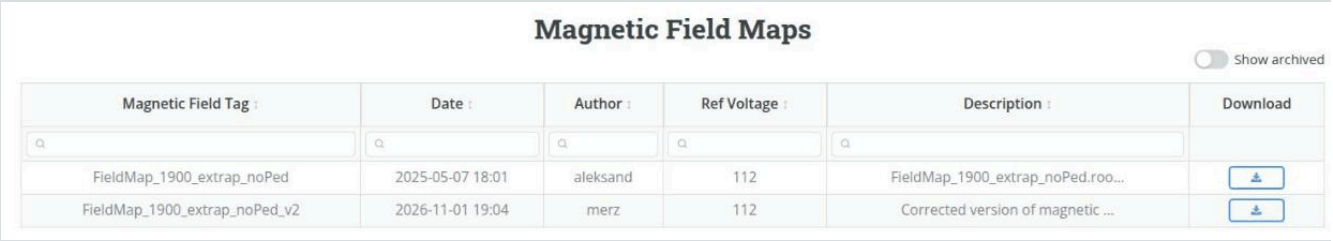

Figure 13. VIEW MAGNETIC FIELDS
4. If the database has constant magnetic fields, a second table, **Magnetic Const Fields**, is shown below **Magnetic Field Maps**. Its columns are **Magnetic Field Tag**, **Date**, **Author**, the field components **bx**, **by**, **bz**, the region bounds **xmin**, **xmax**, **ymin**, **ymax**, **zmin**, **zmax** and **Description**. In the example shown there are no constant magnetic fields, so Figure 13 shows only the field maps table.